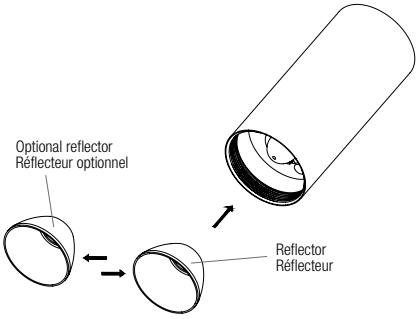

Fig. 5d
4. Place the optional reflector into the luminaire (Fig. 5d).
4. Placer le réflecteur optionnel dans le luminaire (Fig. 5d).